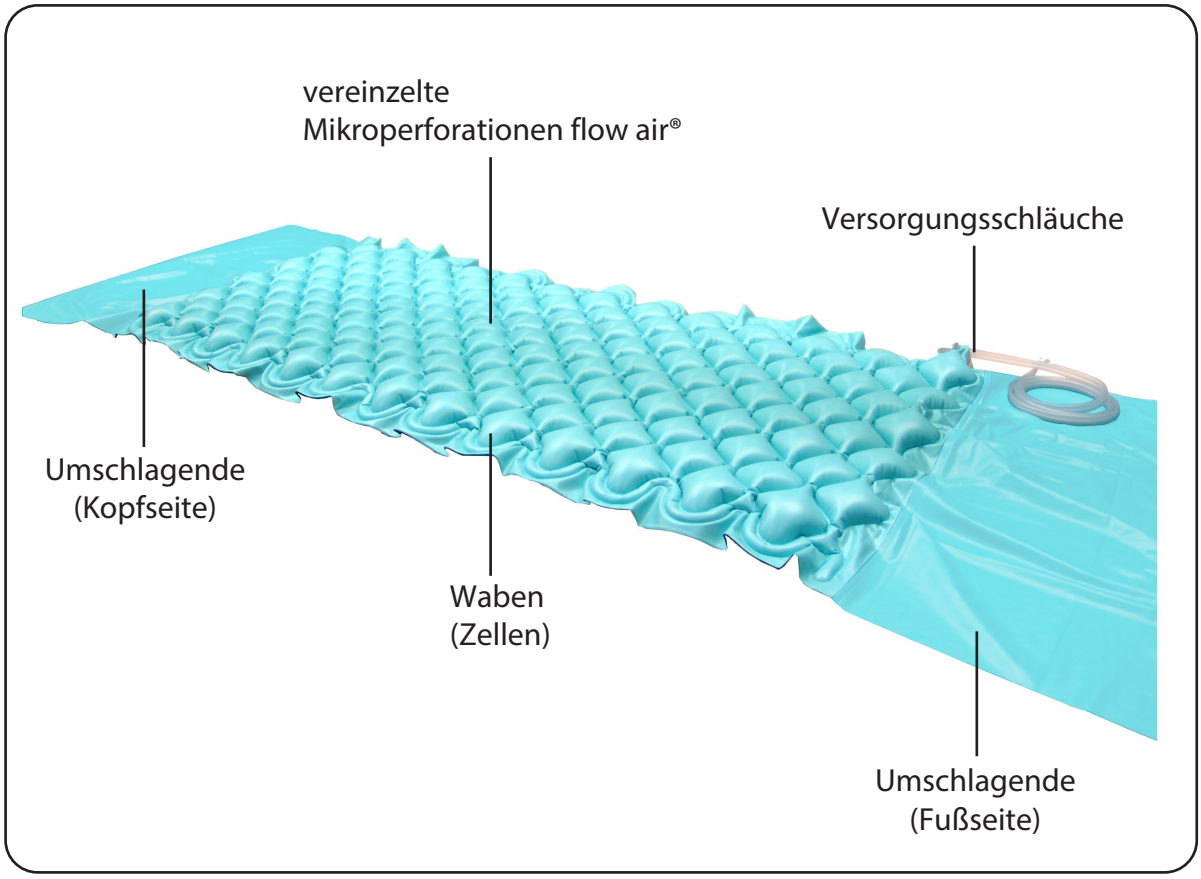

Abb. 5.03 - Kleinzellige Wechseldruckmatratze Oberseite
Die Befestigung der Wechseldruckmatratze an der Standardschaumstoffmatratze oder der Schaumstoffunterlage wird durch Umschlagenden, die sich an Kopf- und Fußseite der Wechseldruckmatratze befinden, gewährleistet (Abb. 5.03).
7. Befestigen Sie die Wechseldruckmatratze, indem Sie beide Umschlagenden an Kopf- und Fußseite (Abb. 5.03) unter die Standardschaumstoffmatratze oder die Matratzenunterlage einschlagen. Das Fixieren der Wechseldruckmatratze ist nötig, um ein Herausrutschen zu verhindern. Bei Betten mit verstellbarer Liegefläche müssen sich alle Bewegungsfunktionen des Bettes ausführen lassen, ohne die Wechseldruckmatratze zu beschädigen. Die Versorgungsschläuche der Wechseldruckmatratze müssen so platziert werden, dass sie nicht geknickt, gequetscht oder verdreht werden.